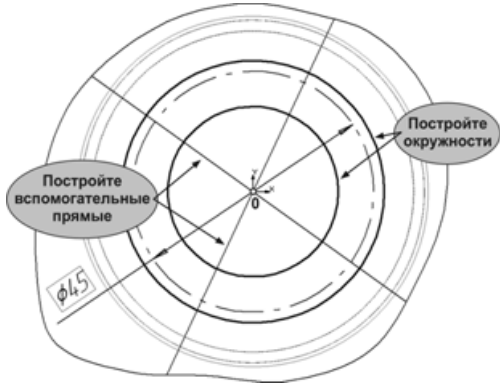

Рис. 5.178
- Постройте две окружности стилем линии **Основная**. Центры обеих окружностей укажите в точке 0. Радиус первой должен быть больше радиуса осевой окружности, а радиус второй — меньше (рис. 5.178).